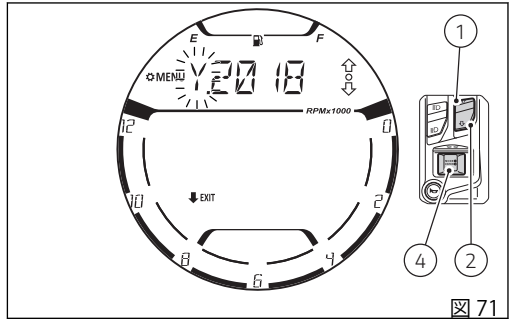

図 71
ボタン (1) またはボタン (2) を押すと、“Y.” の文字が点滅を始めます (図 71)。この時点で、ボタン (1) またはボタン (2) を使用して、現在設定されている “Y.” (年)、“M.” (月)、“D.” (日) の項目 (点滅) をスクロール表示することができます。